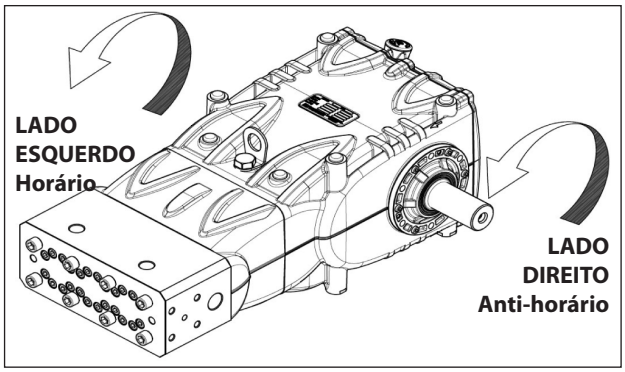

Fig. 6
Posicionando-se na frente do cabeçote da bomba, o sentido da rotação deverá ser como da Fig. 6.
**N.B.** A versão relacionada da Fig. 6 é direita.